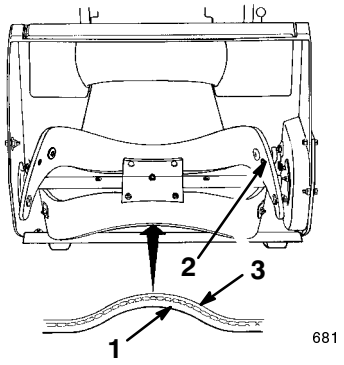

**Figur 24**
1. Granska eggen på ett nytt rotorblad för att se skillnaden i tjocklek hos sidorna (figur 24). Vissa rotorblad har ett artikelnummer på den tjocka sidan av bladet.
Montera rotorbladen med den tunna sidan på **insidan** av böjningen (figur 24). Om bladen inte monteras ordentligt, kan de komma ur balans och göra så att snöslungan “hoppar” eller “studsar.”
3. Fäst rotorbladen till rotorhalvorna med två huvudskruvar med sexkantskalle, två distansbrickor och två låsmuttrar. Placera bulthuvudena på bladets tjocka sida (figur 24).
4. Böj rotorbladet och fäst det med de återstående torx-skruvarna och låsmuttrarna. Placera skruvhuvudena på bladets tjocka sida (figur 24).